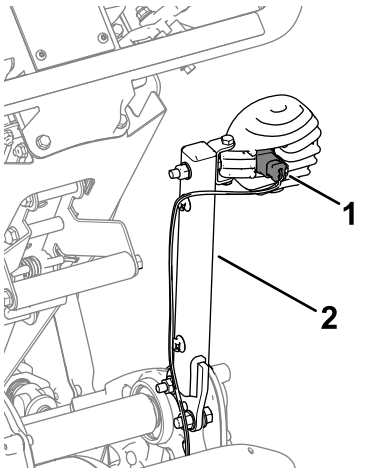

图 1
A. 从灯具上拆下线束连接件图 1。
B. 从机器上卸下灯支架图 1。将用于组装到安装支架的支架放置一旁。